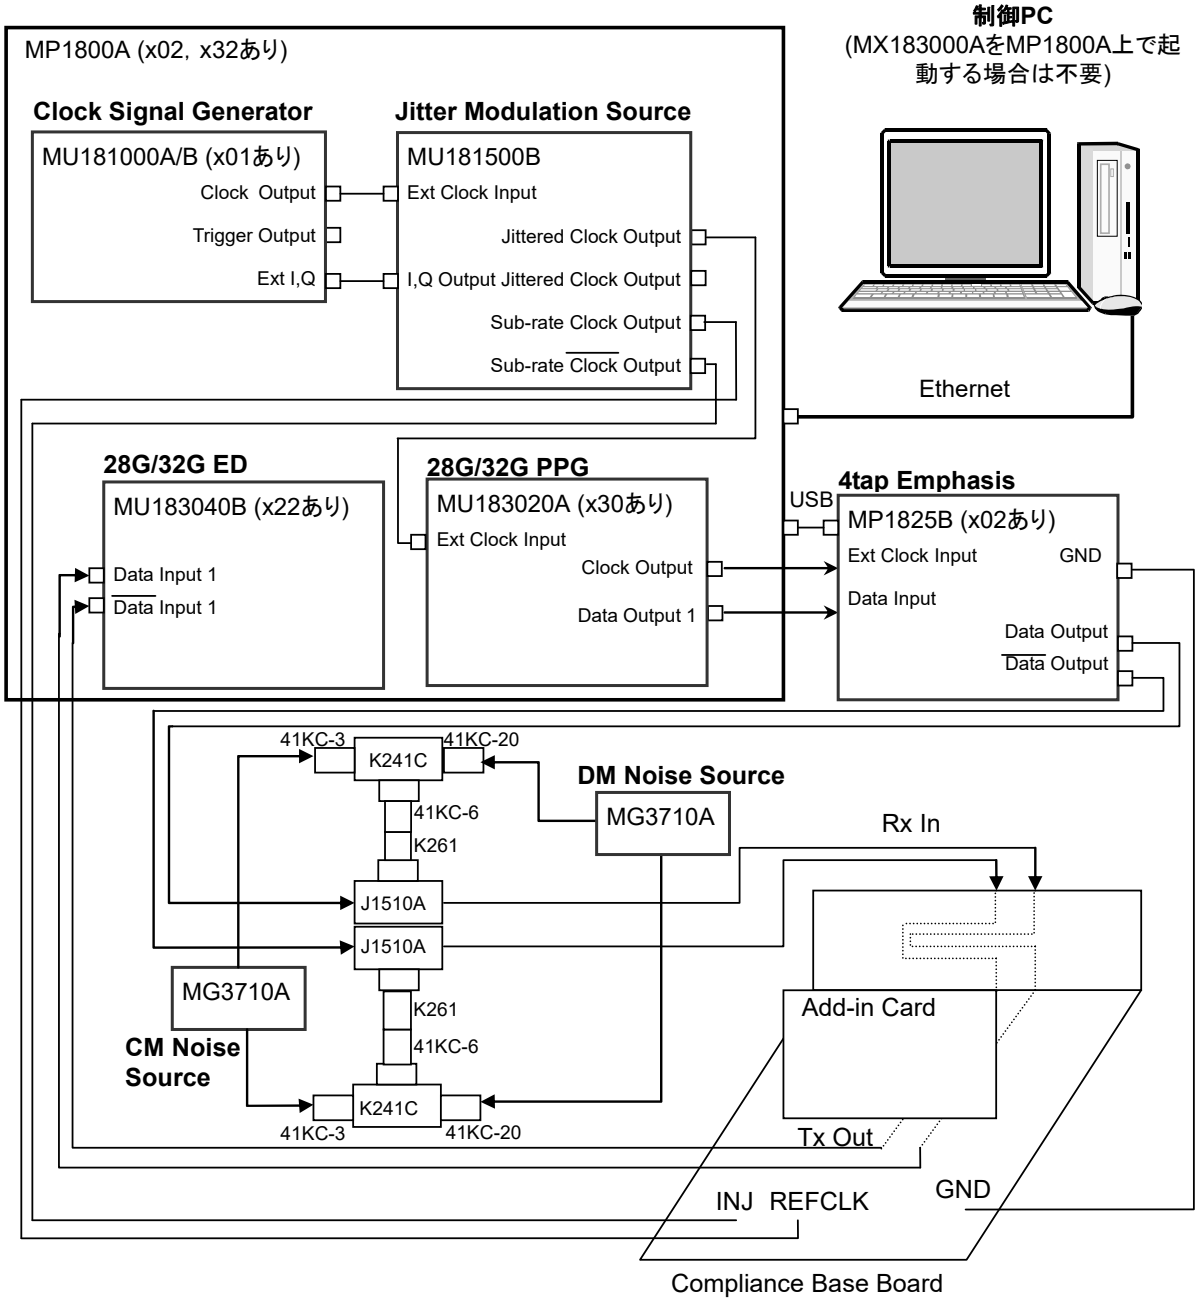

図 3.3.1-1 MP1800A を使用した PCIe Link Sequence の接続方法
12. MG3710A と 41KC-3，41KC-6，41KC-20，K241C，および J1510A を図 3.3.1-1 のとおり接続します。MG3710A の出力は RF Output 端子です。